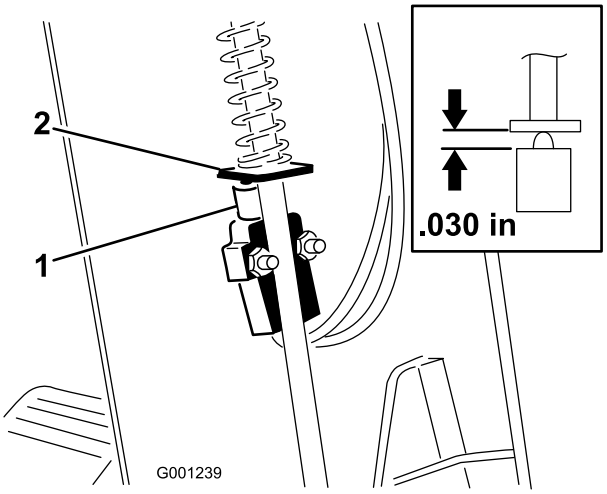

**Figur 62**
3. Skjut upp kåpan längs med styraxeln för att exponera parkeringsbromsbrytaren (Figur 62).
5. Rikta in parkeringsbromsspakens vinge med brytarkolven (Figur 62).
6. Tryck ned parkeringsbromsstången och tryck upp brytaren tills brytarkolvens sammanpressade längd är 0,762 mm (Figur 62, infogad bild). Detta är avståndet mellan parkeringsbromsspakens vinge och brytarkolvshuset.